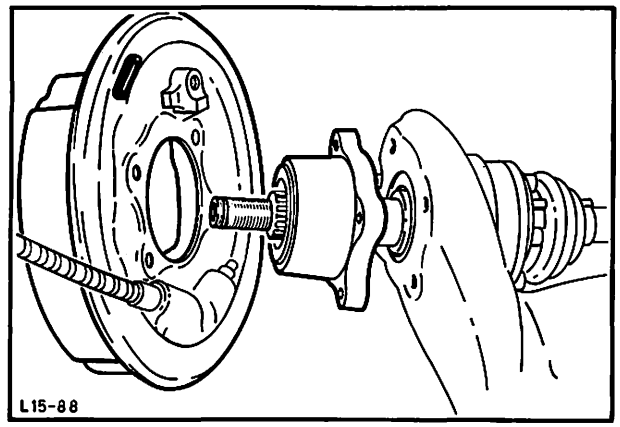

Abb. 137 Radnabe und Bremsträger abbauen
5. Radnabe mit Bremsträger vom Schräglenker abbauen (4 Schrauben), Abb. 137. Bremsträger nach vorn über Antriebswellenstumpf ziehen und zur Seite legen. Radnabe abnehmen.